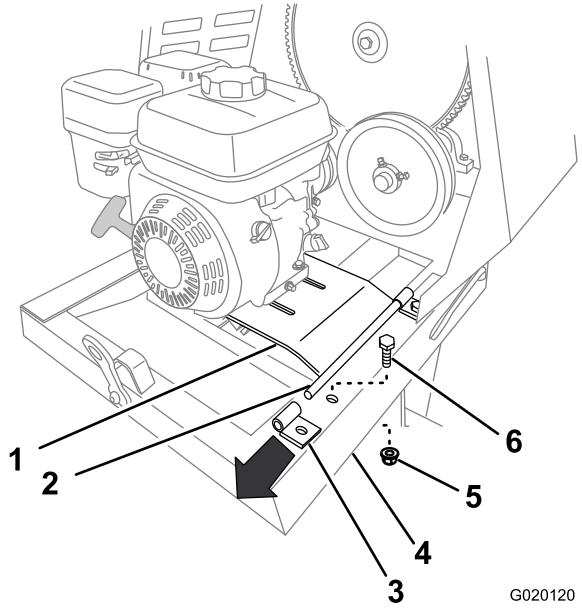

Figura 61
7. Retire el perno y la tuerca que fijan el soporte trasero de la bisagra de la chapa del motor al bastidor de la máquina (Figura 61).
8. Tire hacia arriba del borde trasero de la chapa del motor y retire el soporte de la bisagra (Figura 61).
6. Sujete el soporte trasero al bastidor de la máquina usando el perno y la tuerca (Figura 61) que retiró en el paso 7 de Cómo retirar el motor (página 39).